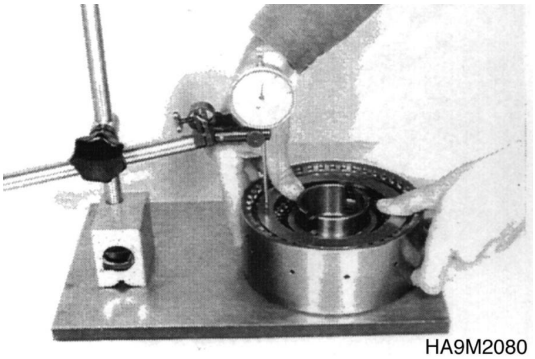

Figure 186
4. Press on end shim with about 100 N (10 kg), apply dial indicator and set it at zero (Figure 186).